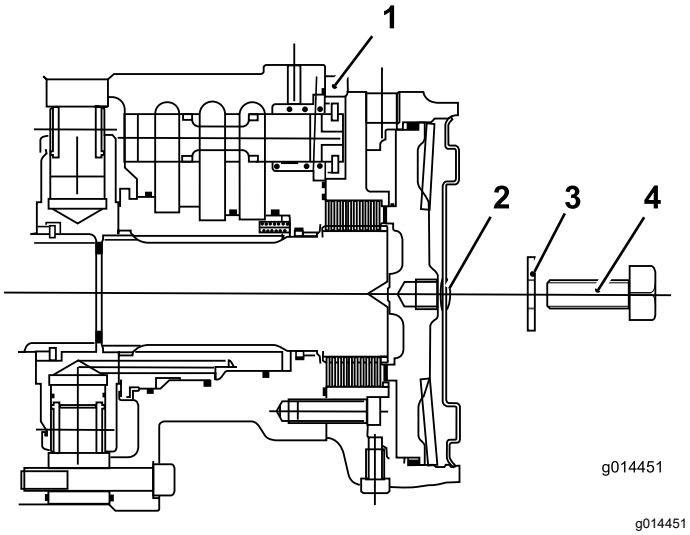

Рисунок 45
1. Выверните болт 12 x 40 мм с шайбой 12 мм из отверстия в центре торцевой пластины гидромотора (Рисунок 45).